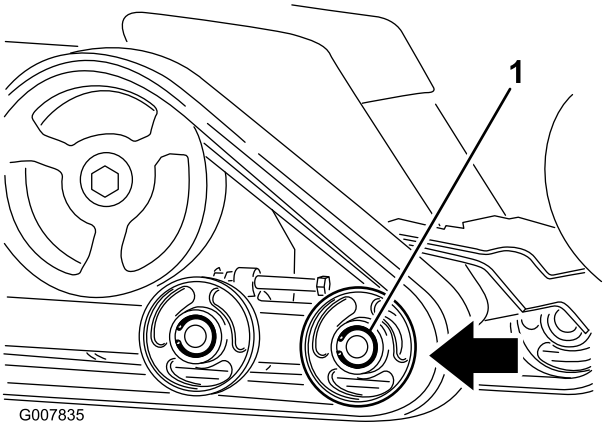

Figur 50
6. Tryck det främre väghjulet bakåt så långt som möjligt (Figur 50).
8. När larvbandet inte längre sitter på väghjulet kan du ta av det från maskinen (Figur 50).
9. Börja vid drevet och dra det nya larvbandet runt det. Kontrollera att spåren på larvbandet passar in mellan distansbrickorna på drevet (Figur 50).
10. Tryck in larvbandet under och mellan de bakre och mellersta väghjulen (Figur 50).